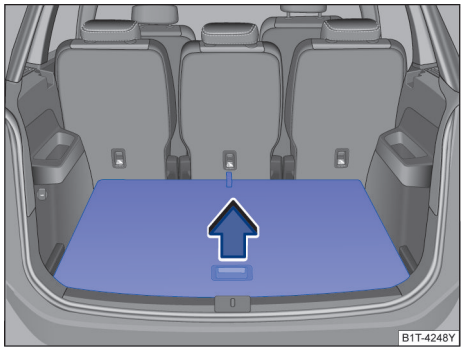

图 203 行李厢内：抬起可变行李厢地板
– 抓住行李厢地板内的凹槽→ 图 203，将行李厢地板向上翻。